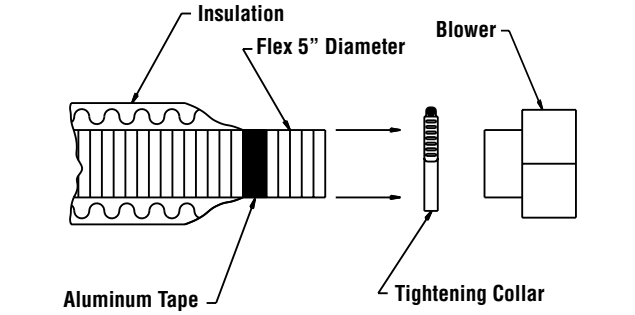

Figure 25
D) Attach the flexible pipe to the blower, using the collars *(**Figure 25**)*.